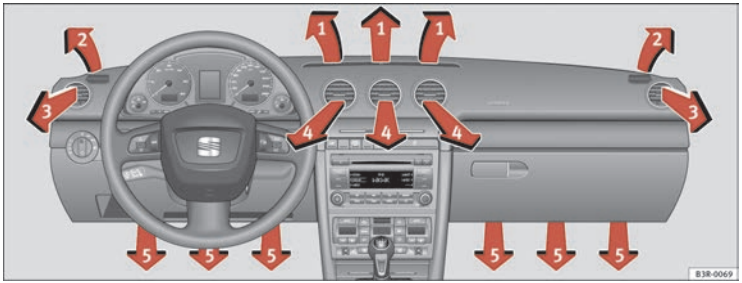

Fig. 132 Dash panel: Location of air outlets
The air outlets ⇒ fig. 132 (3) and (4) can be operated as follows:
Each of the three buttons has a specific function. The numbers relate to the air outlets ⇒ page 163, fig. 132.
After the ignition is switched off, the blower is supplied with electrical power from the sunroof. Please ensure that outlets 3 and 4 open ⇒ page 163, fig. 132 to ensure the best possible ventilation.